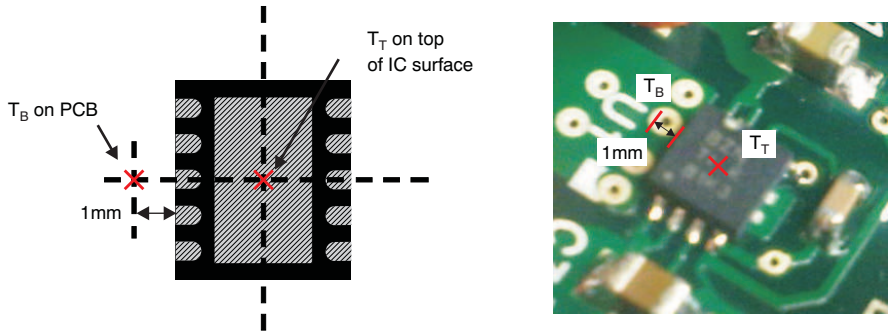

Figure 31. Measuring Points for T_T and T_B
- T_B is the PCB temperature measured 1mm away from the IC package *on the PCB surface* (as Figure 31 shows). (6)